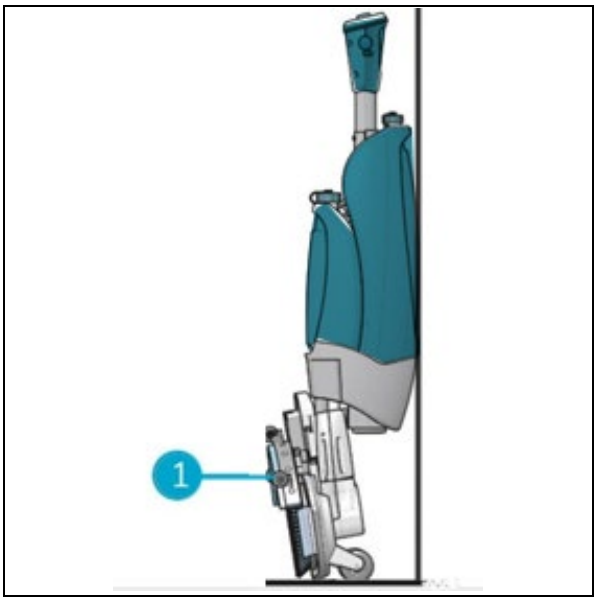

Figur 33
26. Oppbevar i-mop® XL nær en vegg (figur 33, pos. 1) med håndtaket pekende mot veggen og børstene vendt bort fra veggen.